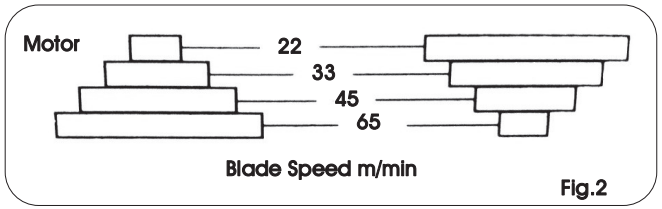

Fig.2
5.Move the belt to the desired speed (Fig.2).